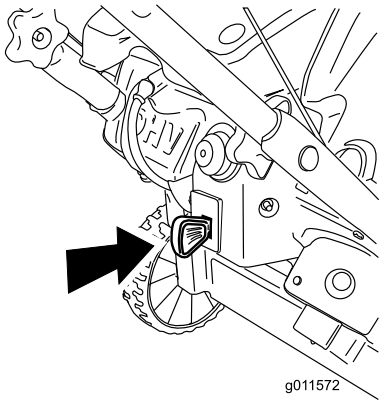

Rysunek 16
1. Wsuń kluczyk zapłonu do oporu do pozycji On (Rysunek 16).